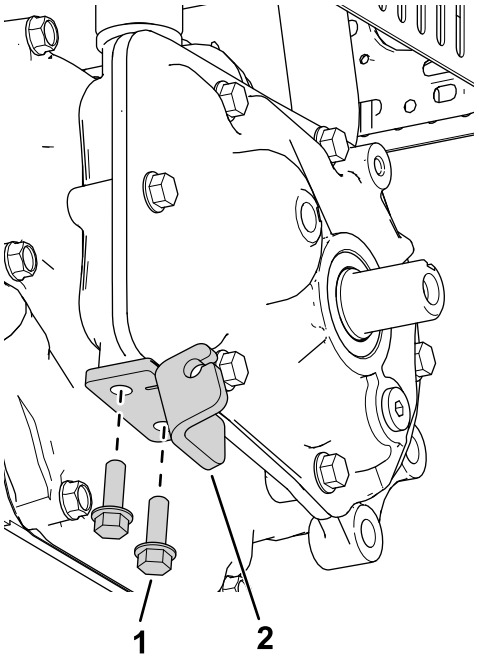

Figura 1
1. Montate la piastra della frizione con 2 bulloni (¼" x ¾") come illustrato nella Figura 1.